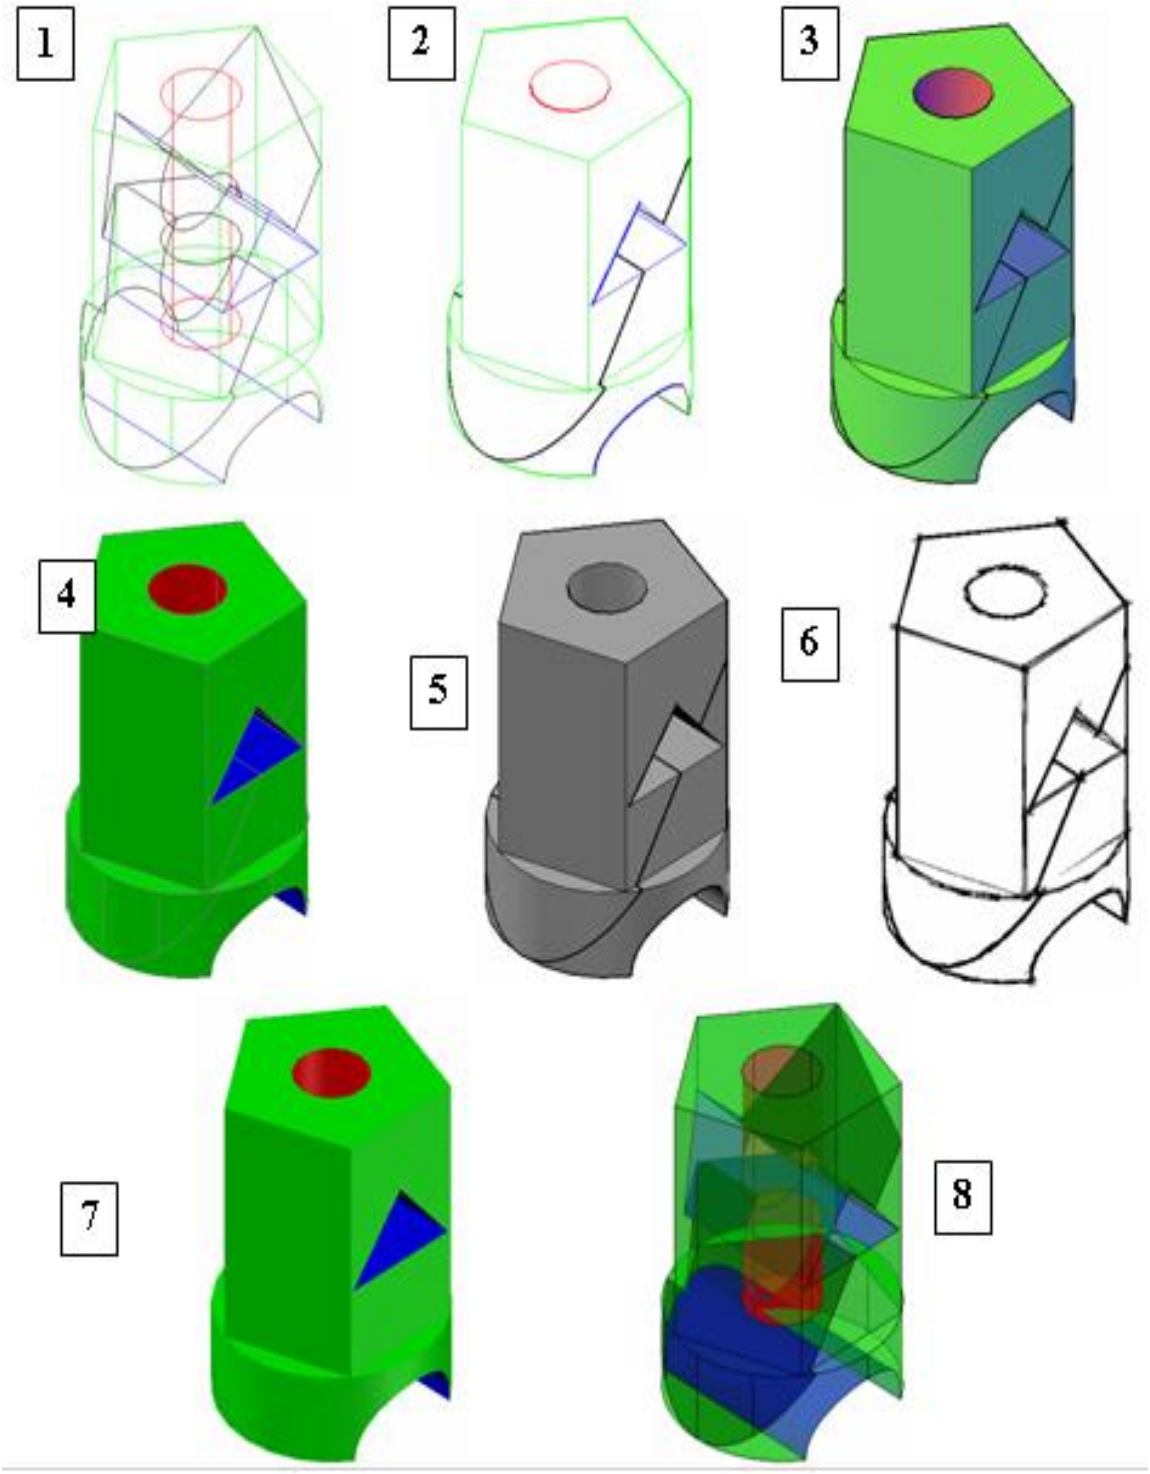

Рис. 4.4.3. ***Варианты раскраски объектов «Визуальные стили»):***
- «Каркас» (Wireframe) – объекты отображаются в виде проволочной модели («скелета») в виде совокупности отрезков и линий (кромок граней и тел), раскрашивание отсутствует (рис. 4.4.3, 1).
- «Скрытие линий» (Hidden) – то же, что и каркас, но линии невидимых задних граней не отображаются (рис. 4.4.3, 2).
- «Реалистичный» (Gouraud Shaded, по Гуро) – грани раскрашиваются цветом; переходы граней сглаживаются с помощью оттенков; плавность раскраски – высокая (рис. 4.4.3, 4).
- «Концептуальный» – грани раскрашиваются цветом, но с низкой плавностью раскраски (рис. 4.4.3, 3).
- «Тонированный» (рис. 4.4.3, 7).
- «Оттенки серого цвета» (рис. 4.4.3, 5).
- «Эскизный» (рис. 4.4.3, 6).
- «Просвечиваемый» (рис. 4.4.3, 8).